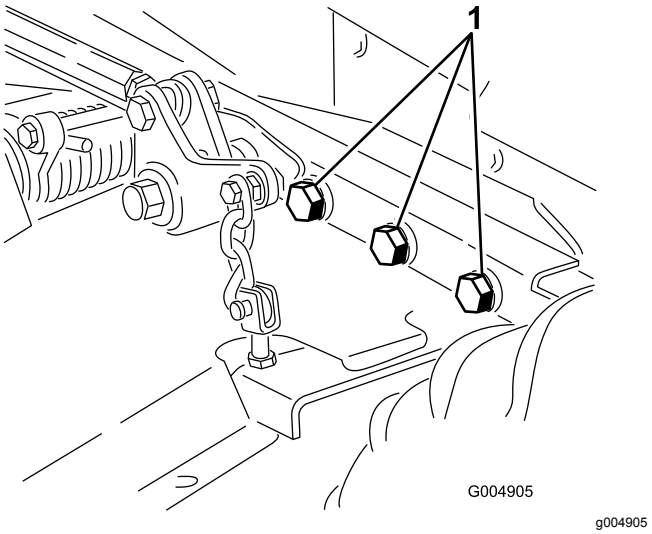

**Rysunek 58**
5. Sprawdź i prawidłowo dokręć luźne mocowania. Dokręć 6 śrub mocujących ramę podwozia kosiarki do jednostki jezdnej (Rysunek 58) momentem 359 N·m.